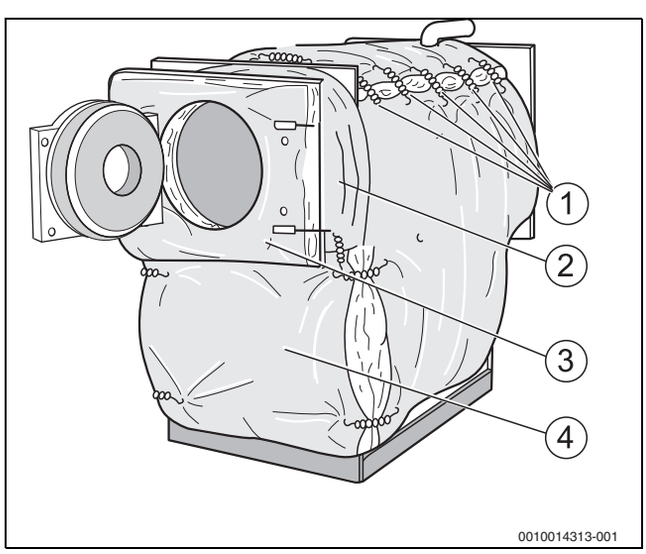

Bild 10 Wärmeschutz anbringen und befestigen
- ▶ Wärmeschutzmatte oben überlappend um den Kesselkörper legen und oben mit 5 Spannfedern [1] sichern (→ Bild 10, Seite 19).
- ▶ Einschnitt für Wassermangelsicherung mit 2 Spannfedern [1] verschließen (→ Bild 10, Seite 19).
- ▶ Vorderen Wärmeschutz unten [4] an die Kesselkörpervorderwand anlegen und jeweils mit 2 Spannfedern [1] rechts und links an der umlaufenden Wärmeschutzmatte befestigen (→ Bild 10, Seite 19).
- ▶ Wärmeschutzstreifen [2] oben um den Kesselkörperring legen und mit 2 Spannfedern [1] rechts und links am vorderen Wärmeschutz unten befestigen (→ Bild 10, Seite 19).